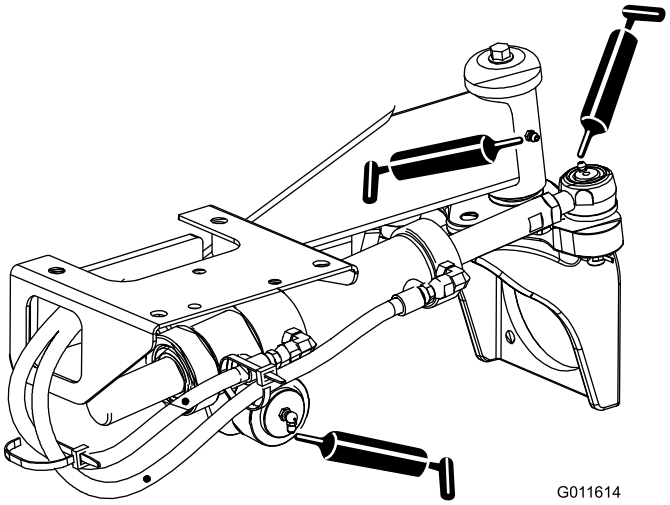

Figur 35
- Styresylinderens kuleledd (2) og bakaksel (1) (Figur 35)